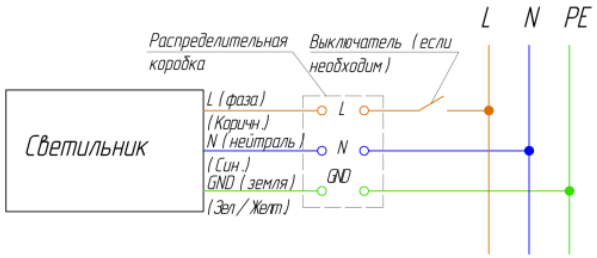

Рисунок 2. Подключение светильника к сети ~230В.
- произведите соединение кабеля светильника с питающим кабелем в герметичной распределительной коробке или муфте или другим способом, обеспечивающим герметичное соединение со степенью пылевлагозащиты не менее IP54. При этом необходимо соблюдать полярность соединения проводов: коричневый – фазный проводник, синий – нейтральный проводник, зеленый/желтый – защитный проводник («земля») см. рисунок 2.